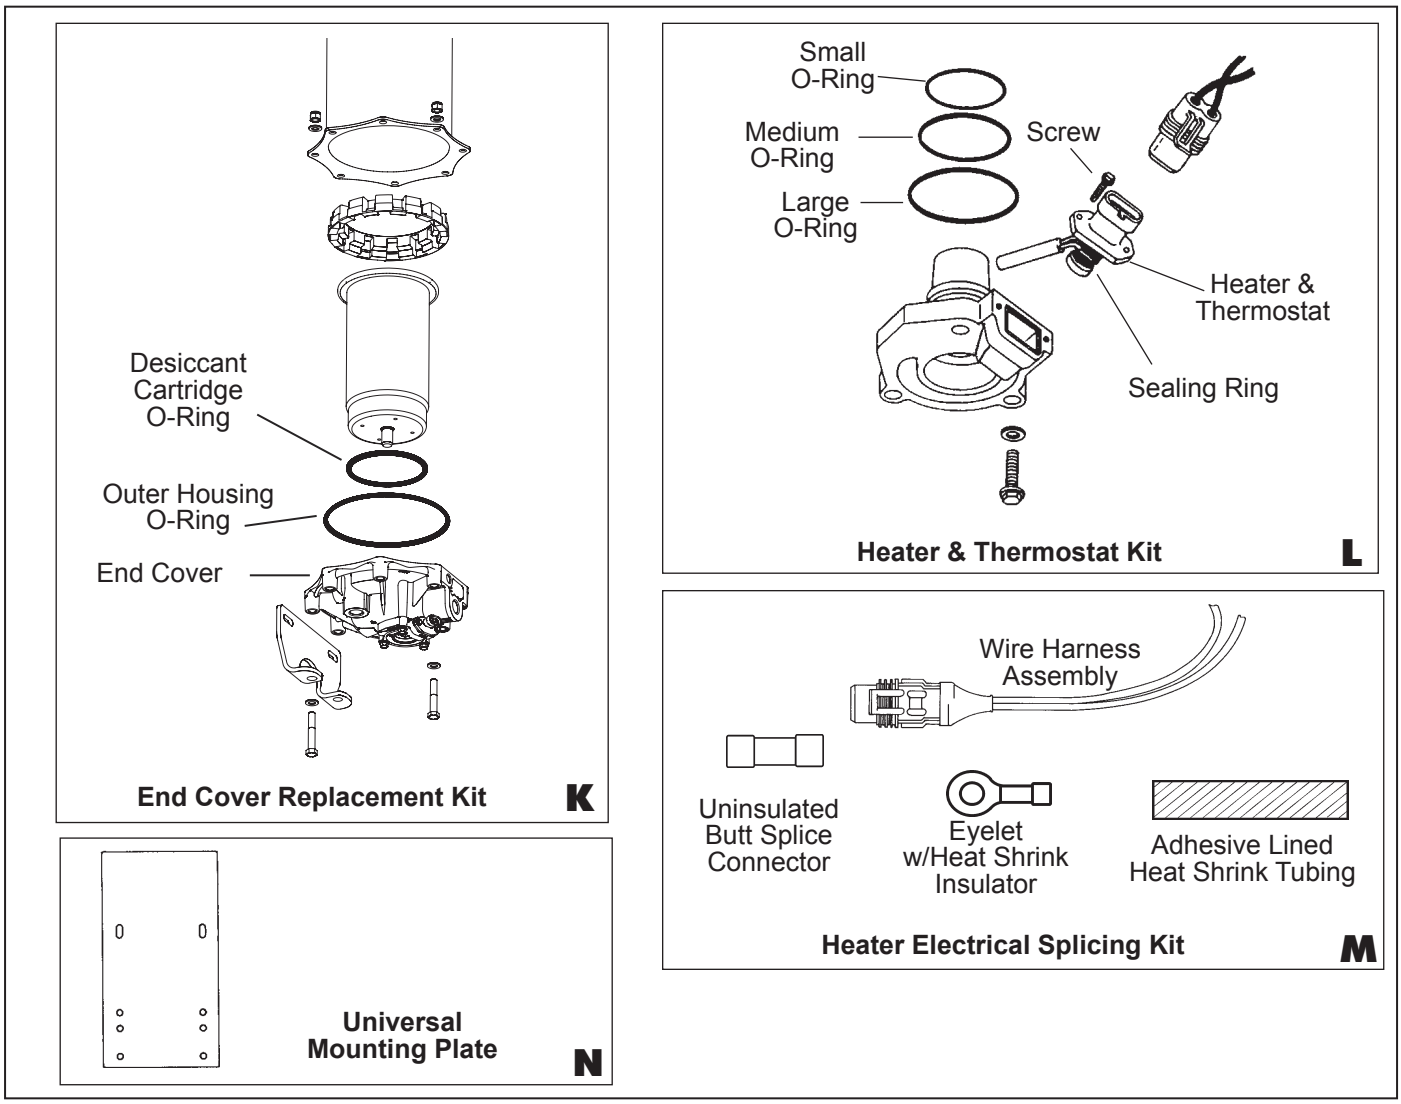

Figure 9 – Maintenance Kit Contents (Illustrations K Through N)
1. Remove the two screws that secure the heater and thermostat assembly to the purge valve assembly. *See Figure 9, illustration L for kit contents.*
1. Remove the remaining six 3/8" cap screws, locknuts and twelve special washers that secure the end cover to the air dryer housing. Separate the end cover and desiccant cartridge from the housing. *See Figure 9, illustration K.*